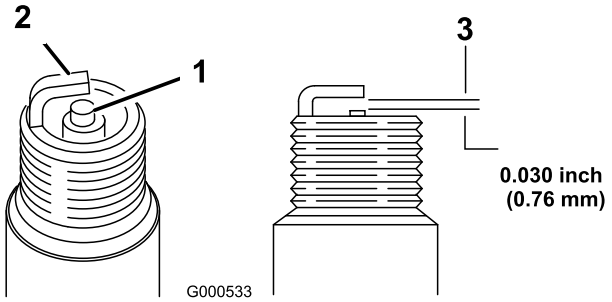

Figuur 22
5. Stel de elektrodenafstand in op 0,76 mm (Figuur 22).